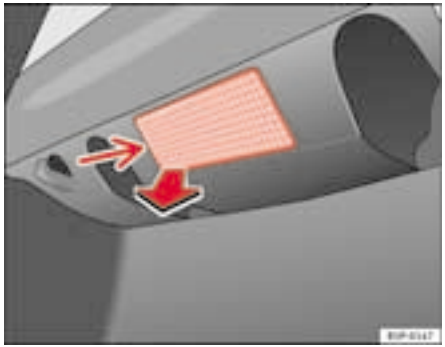

Fig. 171 Luggage compartment light
– Extract the tulip shaped fitting by pressing on the inside edge of this -arrow- using the flat side of a screwdriver ⇒ fig. 171.